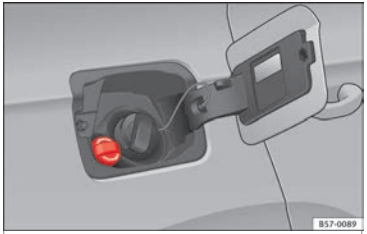

Fig. 236 AdBlue tank cap.
- Open the tank cover ››› Fig. 236.
- Turn the SCR tank cap anti-clockwise ››› Fig. 236.